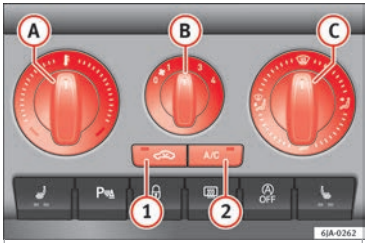

Fig. 171 Air conditioning: controls.
The air cooling system only works if button **A/C** (2) ››› **Fig. 171** ››› **page 149** is pressed and under the following conditions:
– Turn rotary control (A) »» Fig. 171 clockwise to increase the temperature.
– Turn rotary control (A) anti-clockwise to reduce the temperature.
– Turn rotary control (B) »» Fig. 171 to position 1 to 4 to switch the blower on.
– Turn rotary control (B) to position 0 to switch the blower off.
– Press button (1) »» page 149, Air recirculation to close the fresh air vent.
– Turn rotary control (C) »» Fig. 171 to select the air vents »» page 147 you wish to activate.
– Press button **A/C** (2) »» Fig. 171 and the lamp in the button will illuminate.
– Press button **A/C** (2) again and the light in the button will switch off.
If the rotary switch (C) »» Fig. 171 is in the thaw position, the recirculation flap will always be open (button light off).
- Press button (1) ››› Fig. 171, the switch's lamp will light up, indicating that air recirculation inside the vehicle has been activated.